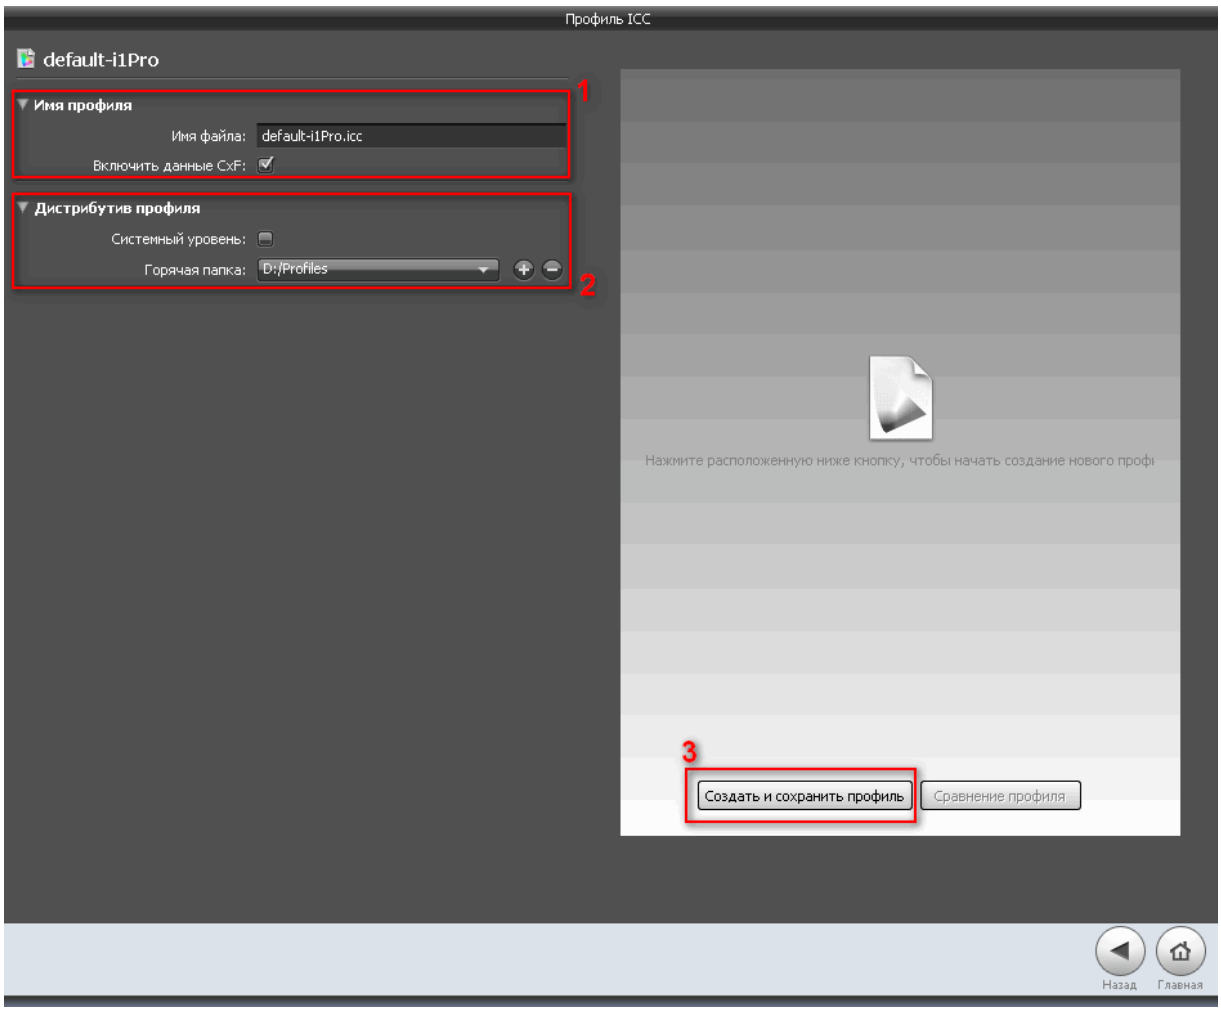

рис.8. Создание и сохранение ICC-профиля.
и нажмите **Далее**. Откроется окно создания и сохранения ICC-профиля *(рис.8)*.
3. Введите имя профиля в пункте **Имя профиля** → **Имя файла** *(рис.8, зона 1)*. К имени ICC-профиля рекомендуется добавить расширение **.icc**.
4. Снимите галочку **Дистрибутив профиля** → **Системный уровень** *(рис.8, зона 2)*.
5. Создайте нажатием на кнопку настройку «Горячей папки» в которую будет сохранен ICC-профиль или, если такая настройка была создана ранее, выберите ее из выпадающего списка *(рис.8, зона 2)*. Нажмите **Создать и сохранить профиль** *(рис.8, п.3)*. По окончании расчета профиля приложение можно закрыть.